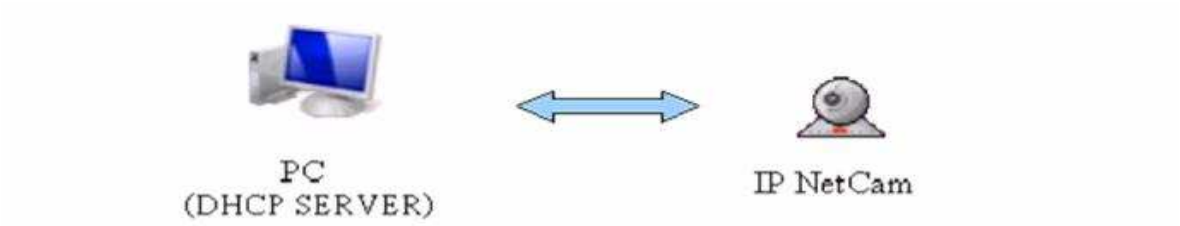

Figure 10. PC Connected to DM38x EVM
- PC connected to DM38x EVM (see Figure 10), you have to set the DHCP server to PC side.